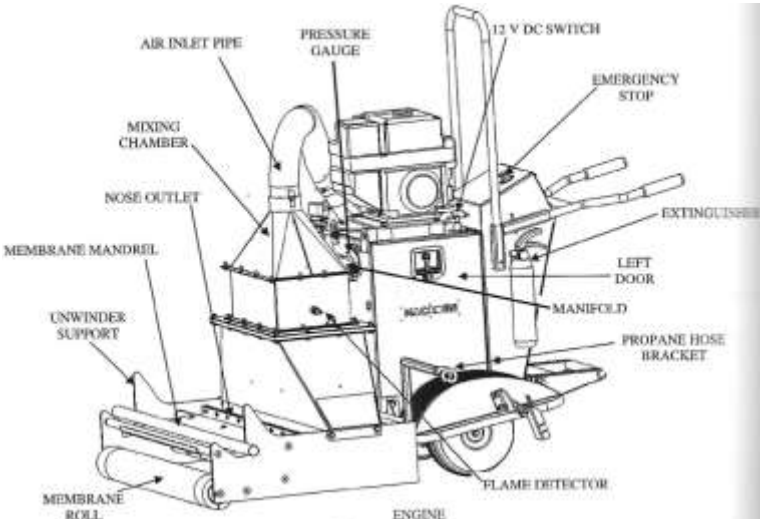

Fig. 1
a) Compare the illustrations with the unit to familiarize yourself with the location of the parts. (Fig.1 & 2)